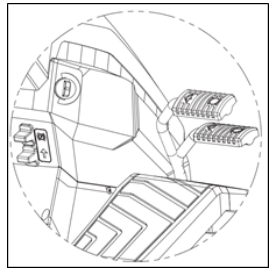

Рис. 27
- Нажмите на педаль тормоза (рис. 27).